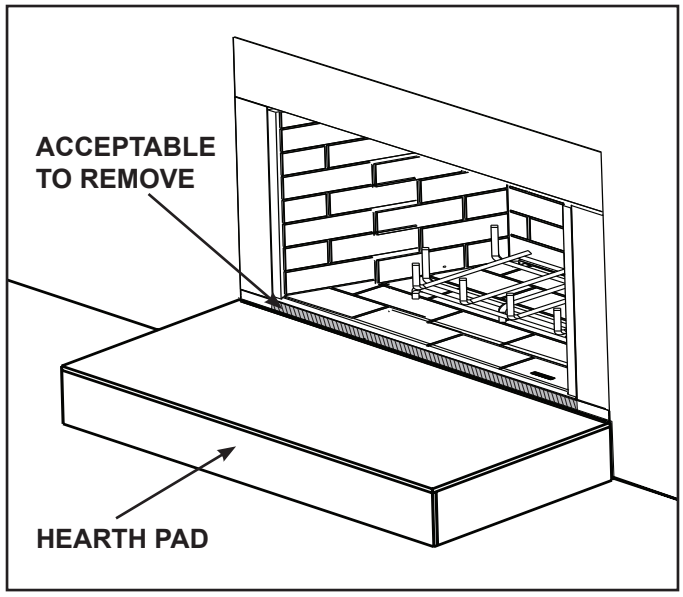

Figure 3.7 Solid Fuel Firebox
- A metal lip protuding above the hearth pad of the solid fuel firebox may be removed. See Figure 3.7.